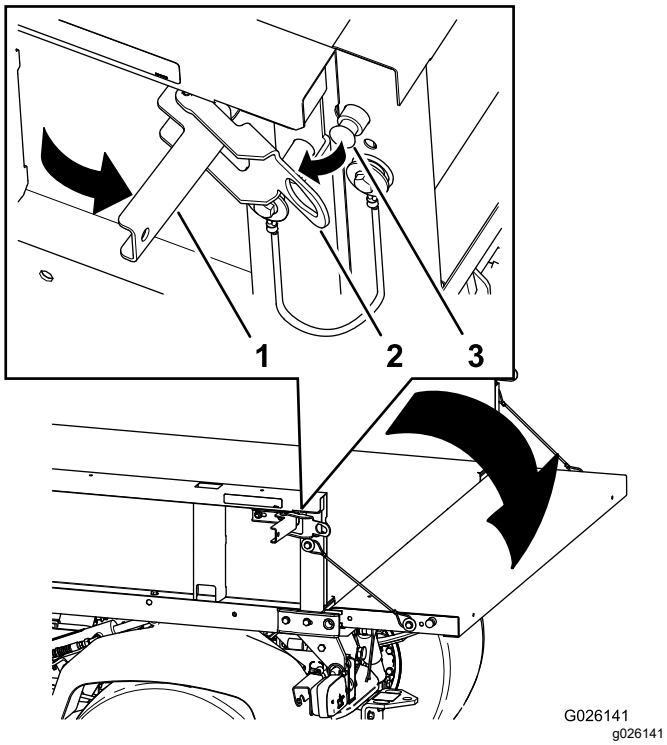

**Figur 16**
2. Öppna spärrhakarna på vänster och höger sida av lastflaket och sänk ner flakskyddet (Figur 16).